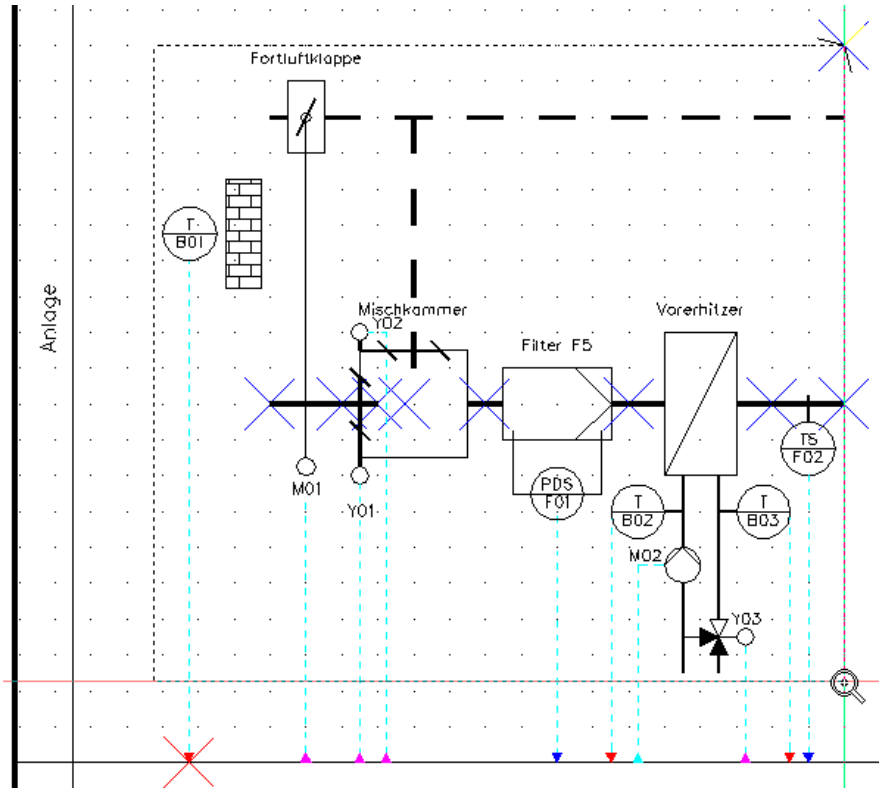

Bild 28.25 – Wahl des Bildausschnitts für das Dia
- Nächster Schritt ist die Wahl des Bildausschnitts für das Dia, das in der Blockverwaltung angezeigt wird. Hier wählen Sie so knapp wie möglich, schneiden Sie auch die I/O-Linien ab. So wird das Dia optimal erkennbar sein (Abb. 28.25, gestrichelter Zugrahmen).